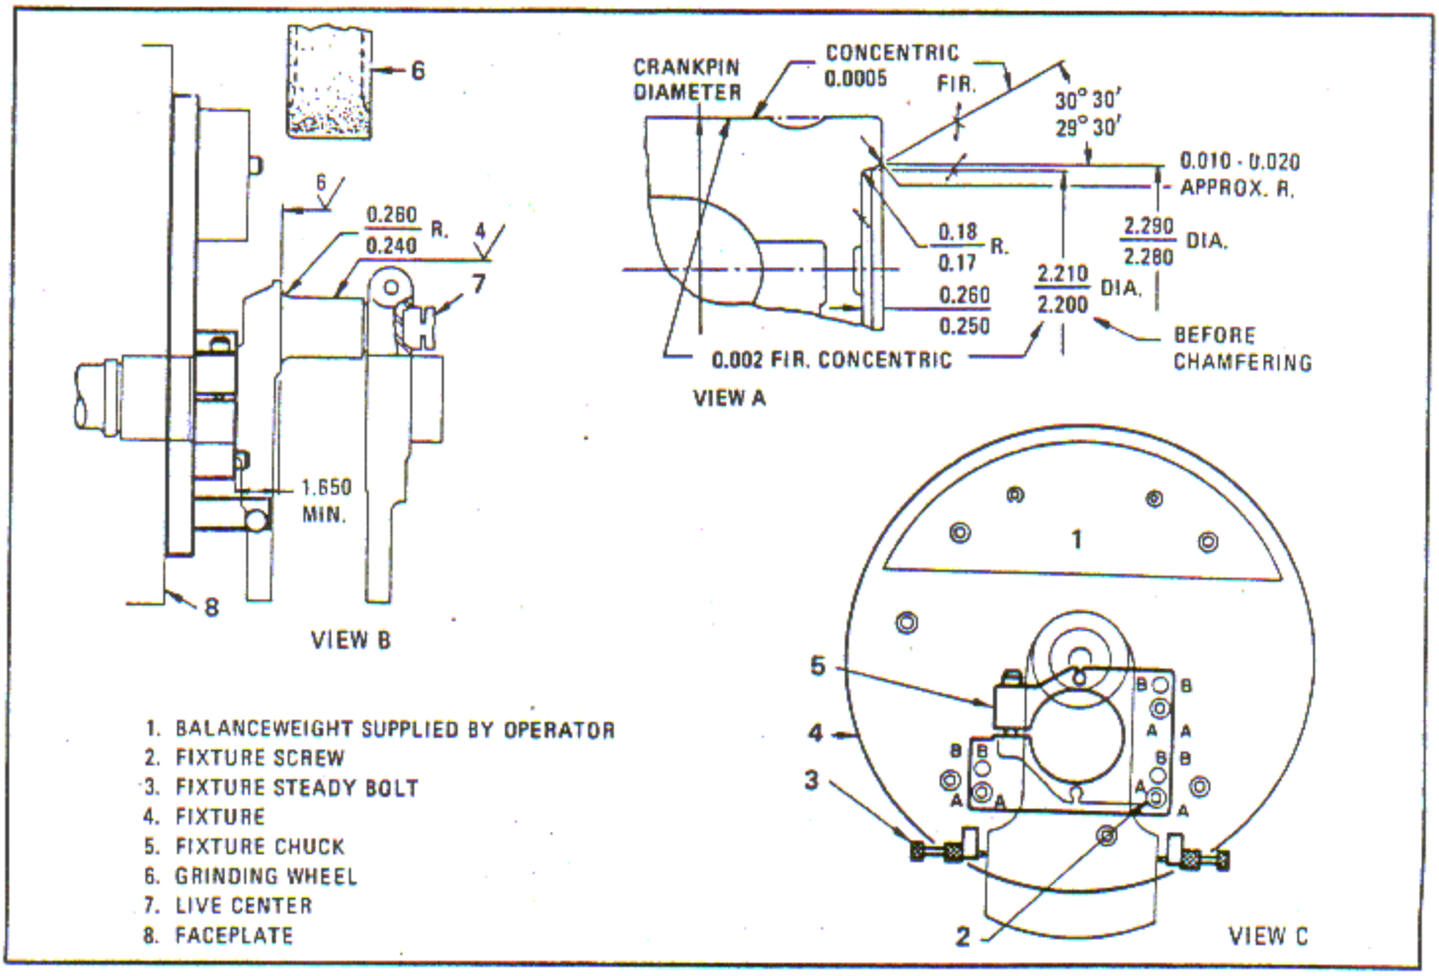

Figure 6-91. Crankshaft Crankpin Grinding
b. Using suitable properly dressed grinding wheels and in accordance with standard shop procedures, regrind the crankpin end face counterbore to new dimensions as shown. See figure 6-91, view A. Incorporate the 30 degree chamfer angle.
c. Indicate the grinder faceplate (8, figure 6-91, view B) to run true within 0.0005 inch full indicator reading. It may be necessary to take a skim cut from the faceplate to ensure it runs true.
d. Clamp fixture (4) tightly to the grinder faceplate (8), indicating the OD to run true within 0.001 inch full indicator reading.
f. Load and clamp the crankshaft assembly in the fixture chuck (5), locating on the bearing OD and against the shoulder face as shown.